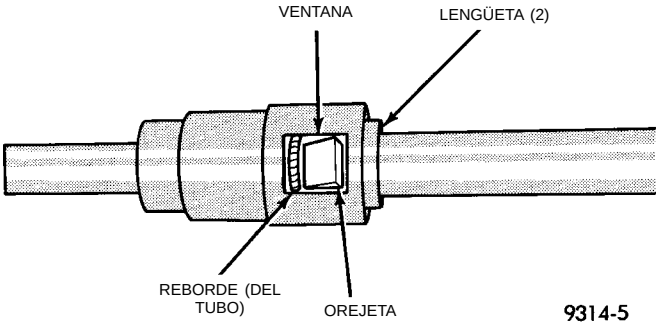

Fig. 14 Conexión de tubo de combustible/racor de conexión rápida de plástico
(1) Utilice un paño sin pelusas y limpie el racor del conducto de combustible y el retén.
(2) Antes de conectar el racor al conducto de combustible, aplique una capa de aceite de motor limpio de peso 30.
(3) Empuje el racor de conexión rápida sobre el conducto de combustible hasta que el **retén quede emplazado y se escuche un chasquido.**
(4) El racor de conexión rápida de plástico posee unas ventanas a los lados de la envoltura. Cuando el racor se encuentre completamente conectado al tubo de combustible en esas ventanas, se verán las orejetas de fijación y el reborde del conducto de combustible. En caso de que no estén a la vista, significa que el retén no se ha instalado correctamente (Fig. 14). **No se fíe del chasquido producido por la pieza como confirmación de que la conexión es segura.**